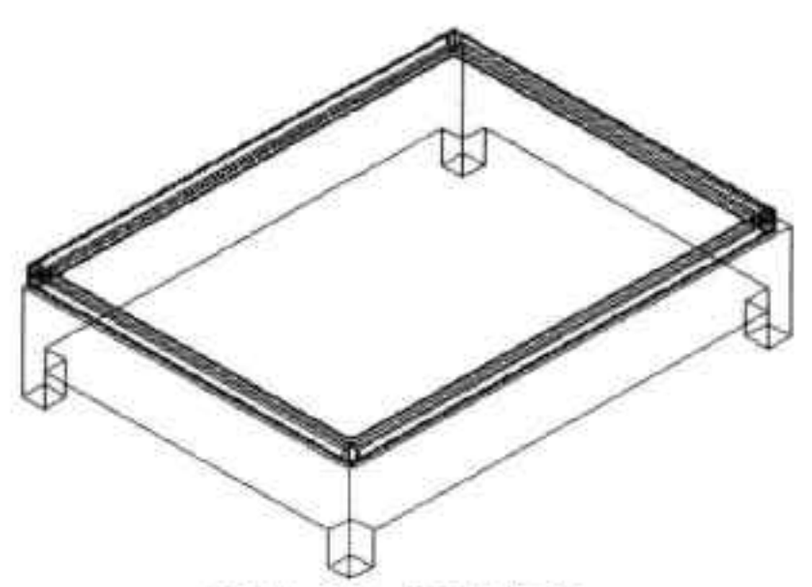

图14-62 床垫倒圆角
Step09 执行“倒圆角”命令，对床垫倒圆角，圆角半径为 30mm，结果如图 14-62 所示。